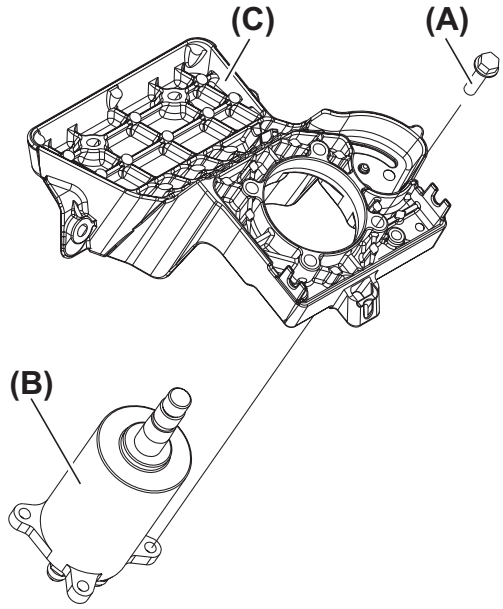

Fig. 14
3. Remove the 8 × 30 (L: 11.81 in.) bolts **(Fig. 14, (A))** and remove the power steering valve **(Fig. 14, 15, 16, (B))** from the steering bracket **(Fig. 14, (C))**.